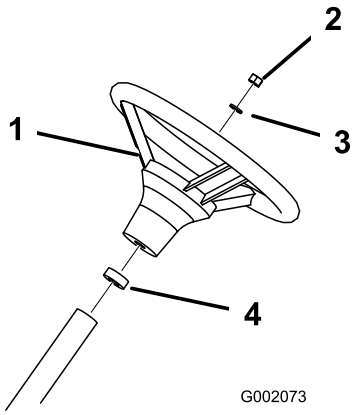

Figuur 4
3. Zet het stuurwiel vast aan de stuuras met de moer (Figuur 4). Draai de moer vast met een torsie van 24-29 Nm.